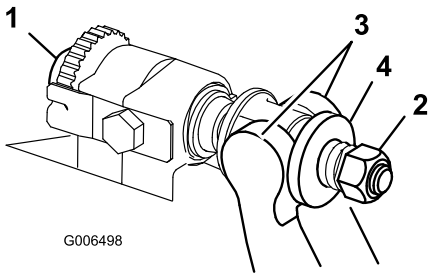

Figur 25
1. Vrid underknivsstångens justerskruvar motsols, så att underkniven förs bort från cylindern (Figur 25).
2. För fjäderspänningsmuttern bakåt, tills brickan inte längre är spänd mot underknivsstången (Figur 25).